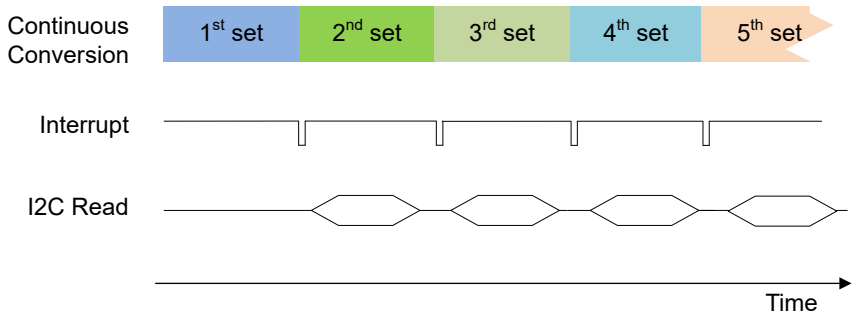

Figure 8-10. Continuous Conversion With AC Line Power
- Wait for the $\overline{\text{INT}}$ signal assert low to indicate conversion complete. When $\overline{\text{INT}}$ goes low, perform the 16-bit T, X, Y, Z register read with one single read command (see Figure 8-10).